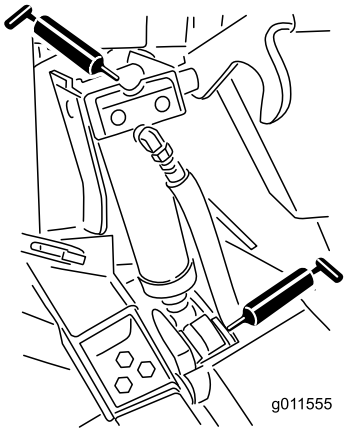

Figur 46
- Lyftcylinderbussningar (4) (Figur 46)